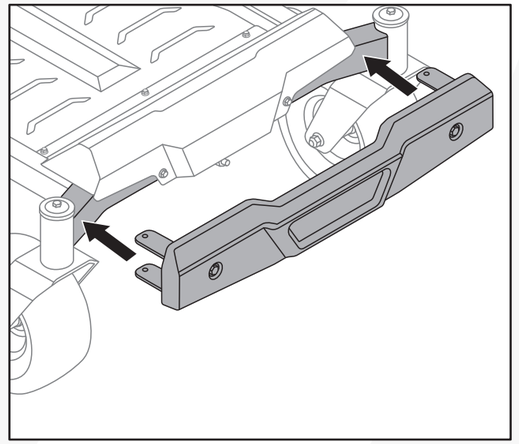
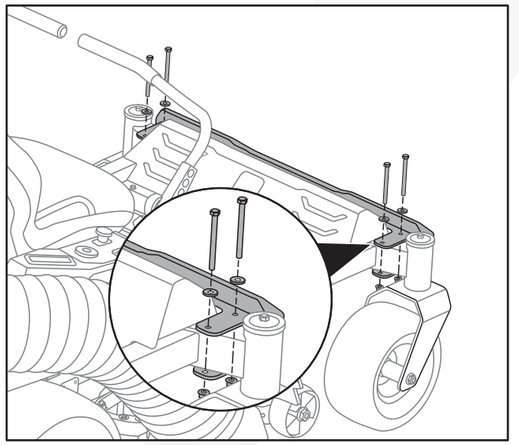

Fig. 15
Fig. 16
2.Insert the counter weight to the front of the mower base and secure with bolts (M8 x 95), washers, and nuts (M8) on both sides. (Fig.15/Fig.16)